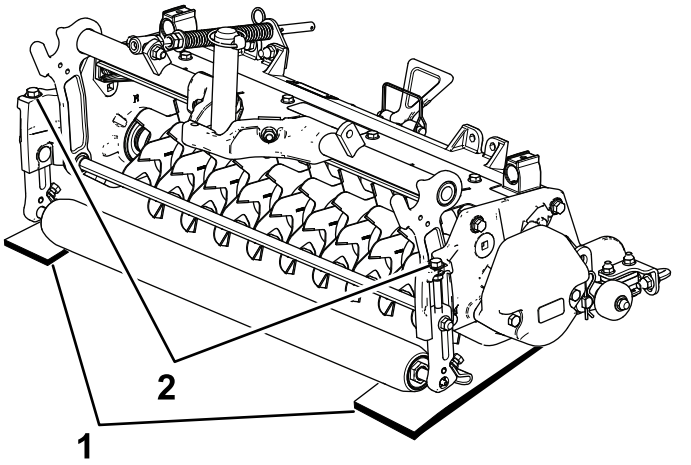

図 9
2. 希望する深さ刃が地面に食い込む深さと同じ厚さのゲージバーを 2 枚用意し、ユニットの左右で後ローラとバーチカッターリールの下にあてがう図 9。
3. 各刈高ブラケットについている調整ボルト図 9を使って、リール刃の両端を床に接触させる。